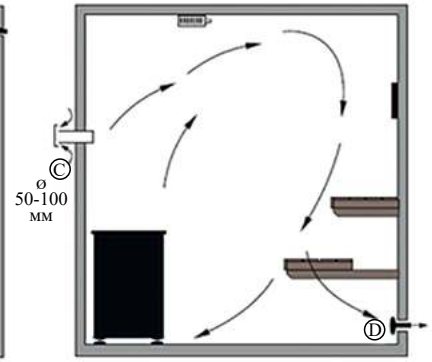

Рис. 15
5. Механическая вытяжная вентиляция (Рис. 15):